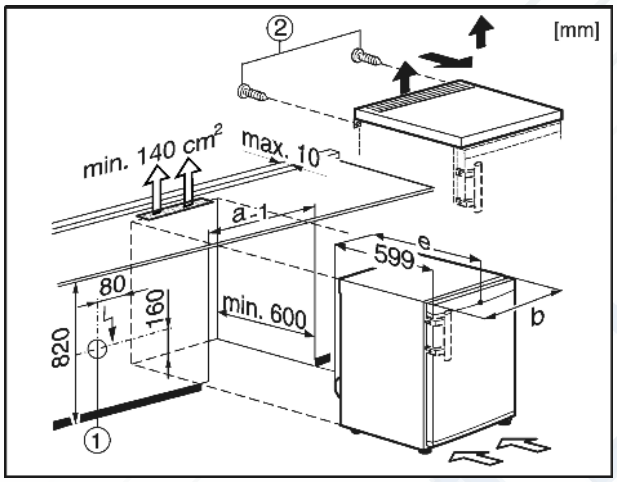

Fig. 7
Розетка *Fig. 7 (1)* при этом должна располагаться не у задней стенки устройства и быть легко доступна.
▶ Удалите болты *Fig. 7 (2)* на задней стенки.